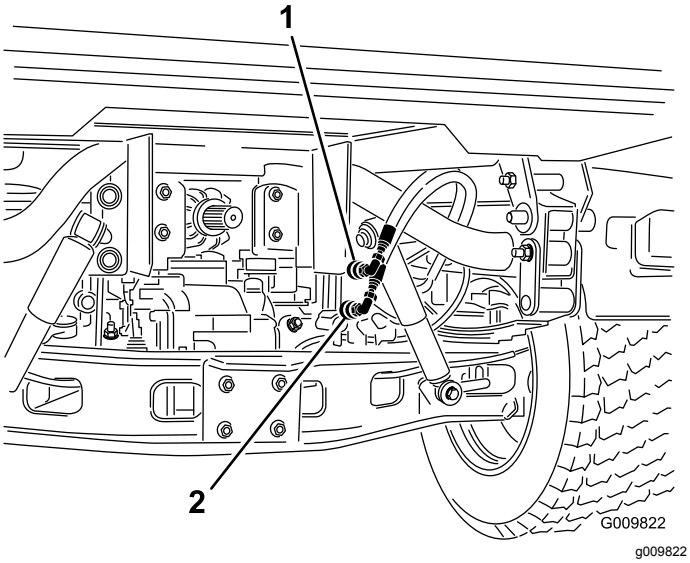

図 73
2. それぞれの車両で、クイックカップラホース2本を、カップラブラケットのホースから外す図 73。